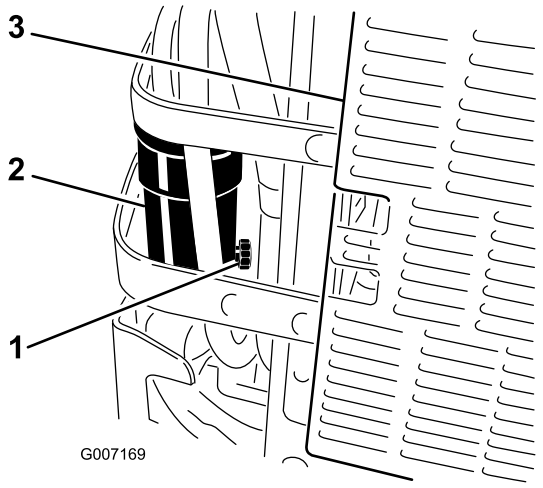

Figuur 50
6. Open de aftapklep op de waterafscheider ongeveer één slag om water en andere verontreinigingen weg te laten lopen (Figuur 50).
7. Sluit de aftapklep als er dieselbrandstof naar buiten komt (Figuur 50).